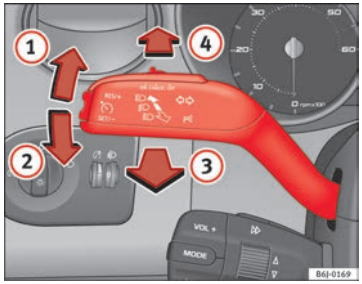

Fig. 60 Palanca de intermitentes y de luz de carretera
– Desplace la palanca hacia arriba hasta el tope ⇒fig. 60 (1) para encender el intermitente **derecho** o bien hacia abajo (2), para encender el intermitente **izquierdo**.
– Desplace la palanca hacia adelante ⇒ fig. 60 (4) para encender la luz de carretera.